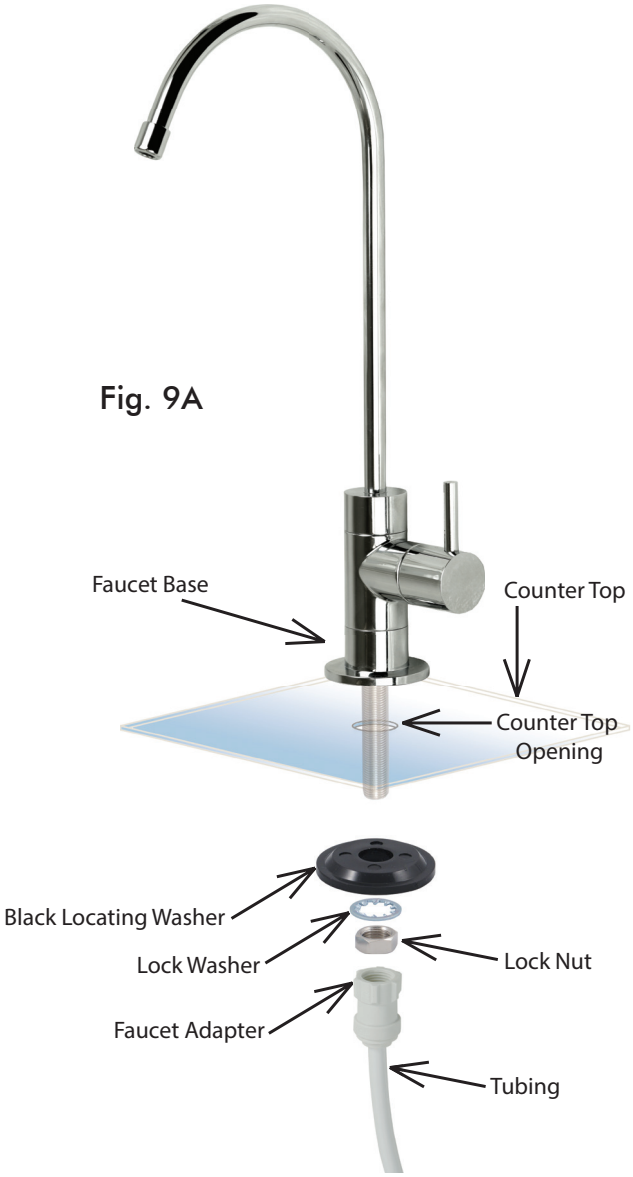

Fig. 9A
1. Mount the faucet as shown in **Fig. 9A.**
Fitting type: Quick Connect Fitting: Simply push Clear Tubing into Quick Connect Fitting. No Insert, Sleeve or Nut needed here. (Screw on the Quick Connect faucet adapter to the faucet metal stem. No teflon tape needed here). See **Fig.9A (Page 11)**